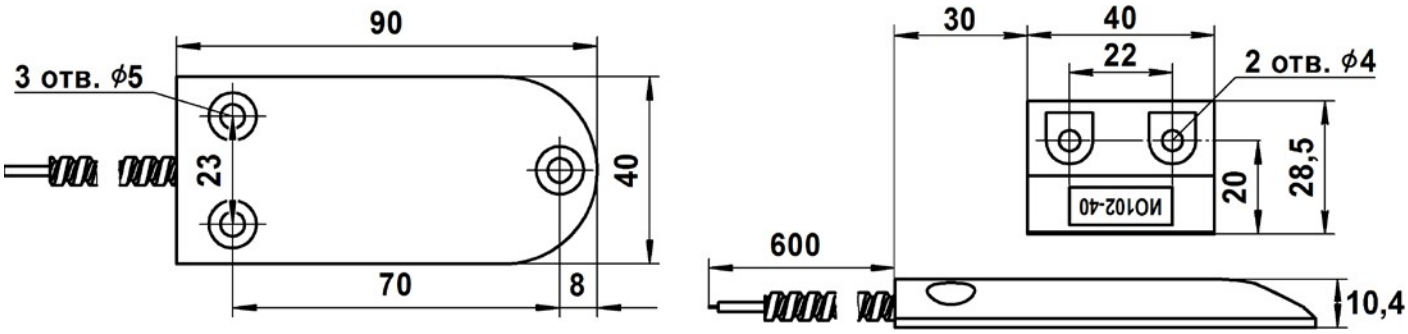
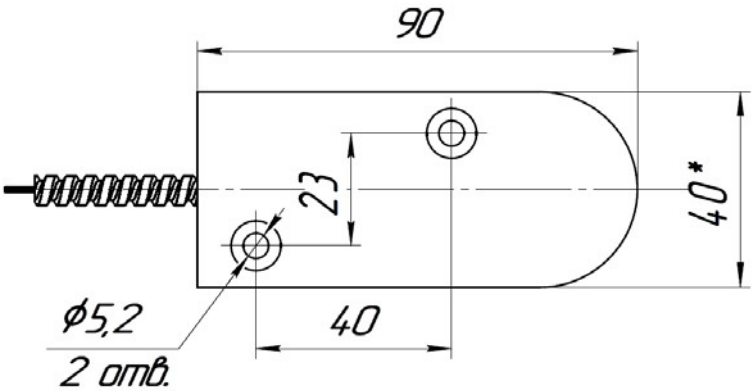

Рис.1
Рис.2
1.12 Расположение и диаметр крепежных отверстий ИО102-40 приведены на рис.1 и рис.2.